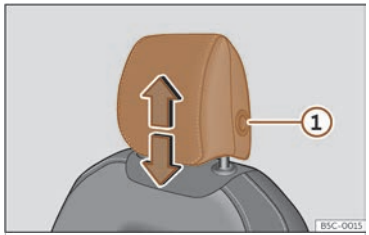
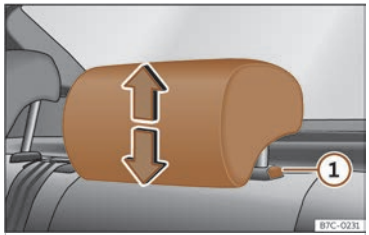

Fig. 99 Front seat: adjusting the headrest.
Fig. 100 Rear headrest: adjusting the headrest.
- Grab the sides of the headrests with both hands and push upwards to the desired position. To lower it, repeat the same action, pressing the button on the side ① ››› **Fig. 99** , ››› **Fig. 100**.